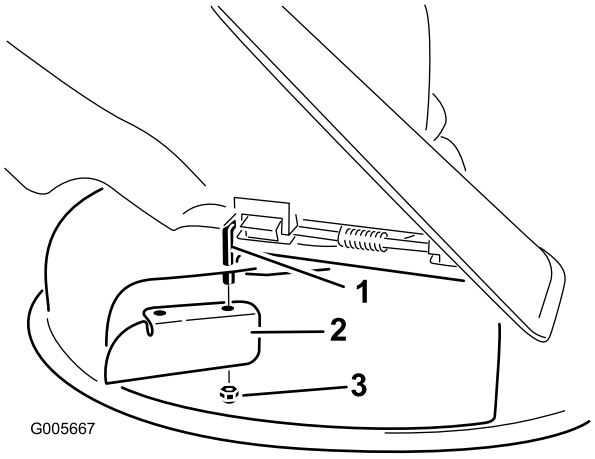

Figur 26
7. Montera kantskärmen på den synliga vridbara stången (Figur 26).
3. Ta bort kantskärmen från klippdäcket (Figur 26).